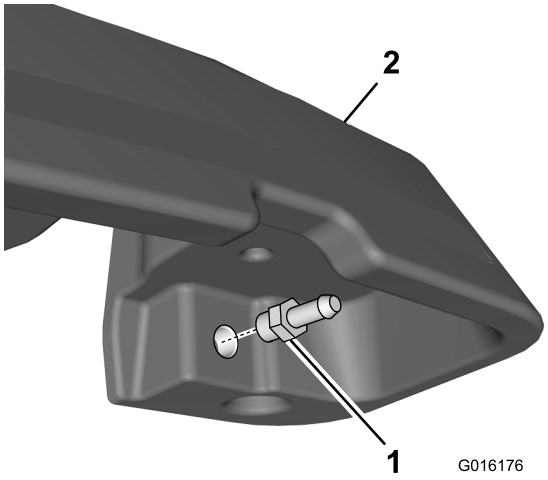

Figur 6
21. Monter den rette hydrauliske koblingen i åpningen på undersiden av lekkasjedetektortanken (Figur 6).